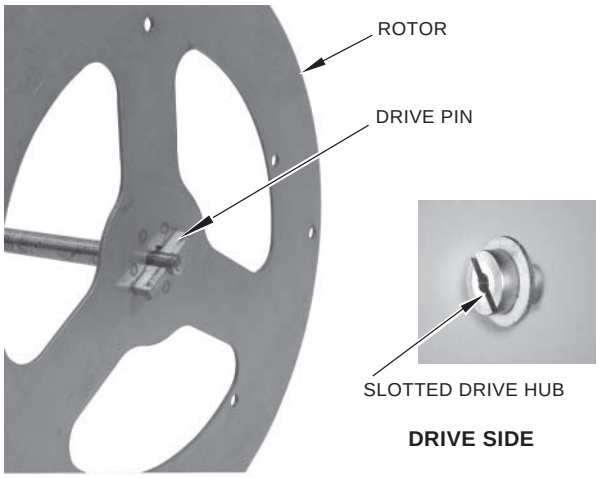

Fig. 1
STEP 1: Place the drive end of the rotor shaft into the slotted drive hub (Fig. 1).